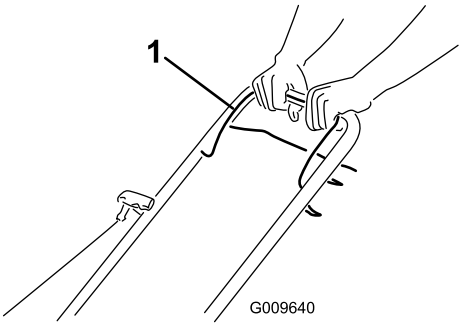

Figuur 17
1. Houd de bedieningsstang van het maaimes (Figuur 17) tegen de handgreep.